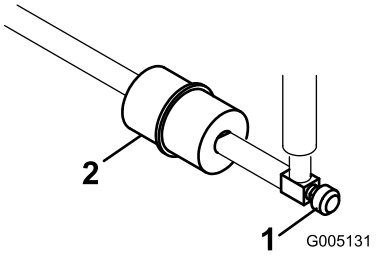

Figur 46
Et filter er indbygget i brændstofrøret mellem brændstoftanken og karburatoren (Figur 46). Sørg for, at pilen på filteret peger væk fra brændstoftanken.
1. Luk brændstofafbryderventilen, løsn slangeklemmen på karburatorsiden af filteret, og fjern brændstofledningen fra filteret (Figur 46).
2. Anbring en bakke under filteret, løsn den tilbageværende slangeklemme, og fjern filteret (Figur 46).